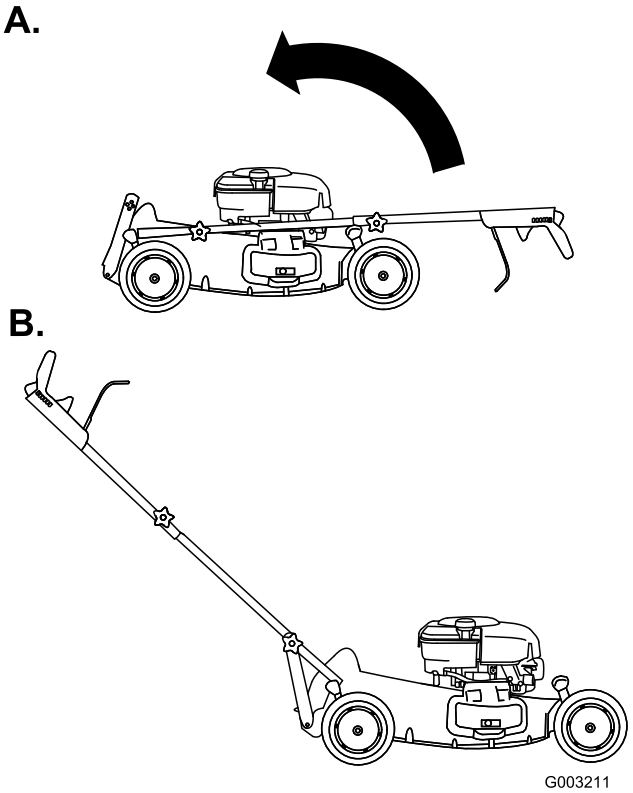

Figuur 5
4. Draai de handgreep naar achteren (Figuur 5).